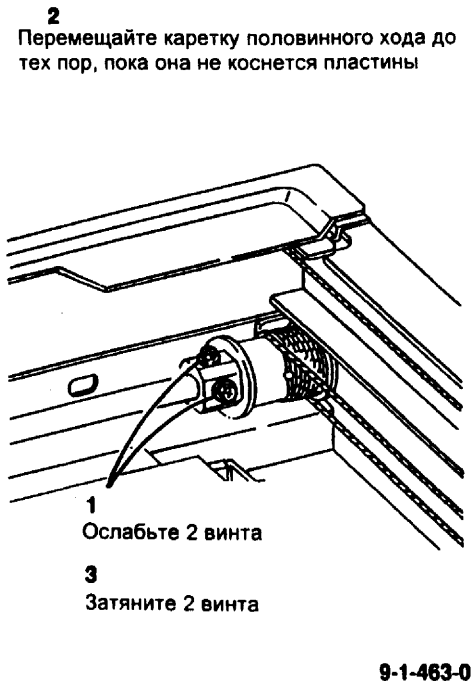

Рис. 4 Регулировка каретки половинного хода
1. (Рис. 4) Отрегулируйте каретку половинного хода.
ПРИМЕЧАНИЕ: (Рис. 4) После освобождения первого винта второй винт также может ослабнуть. Всегда затягивайте оба винта после регулировки.